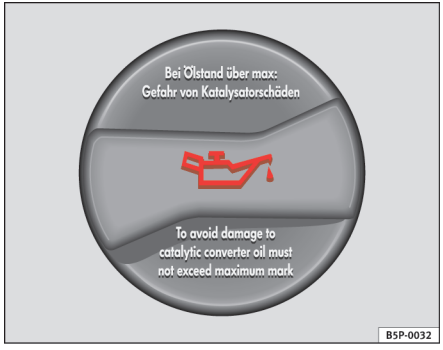

Fig. 123 Dæksel på påfyldningsåbningen til motorolie i motorrummet
– Skru dækslet af påfyldningsåbningen til motorolie ⇒ fig. 123.
– Når oliestanden mindst er i område (B), skal du forsigtigt skrue dækslet på påfyldningsåbningen.